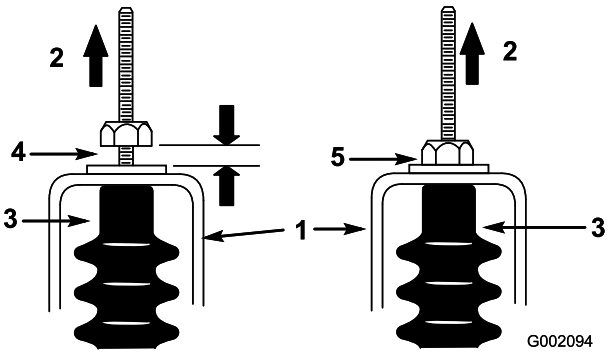

Figur 41
5. Træk begge skiftekabler op for at sikre, at der ikke er noget mellemrum mellem møtrik/skive og den neutrale konsol (Figur 41). Hvis der er et mellemrum, skal møtrikken strammes.